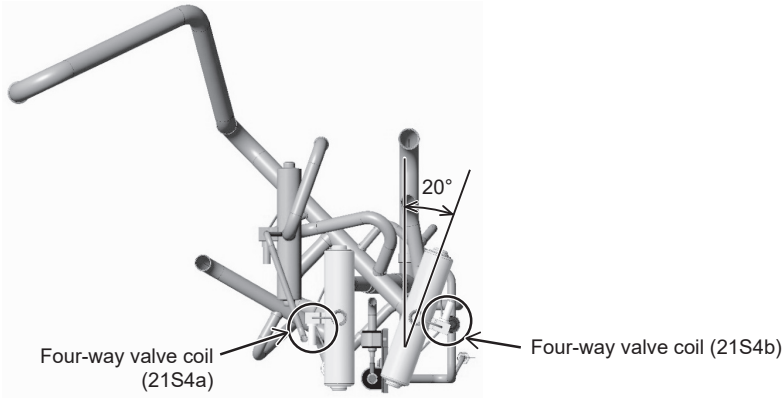

Figure 8
(8) Follow the steps (5) and (6).
(9) Mount a new four-way valve (21S4b). Figure 8 shows how to position a new four-way valve.